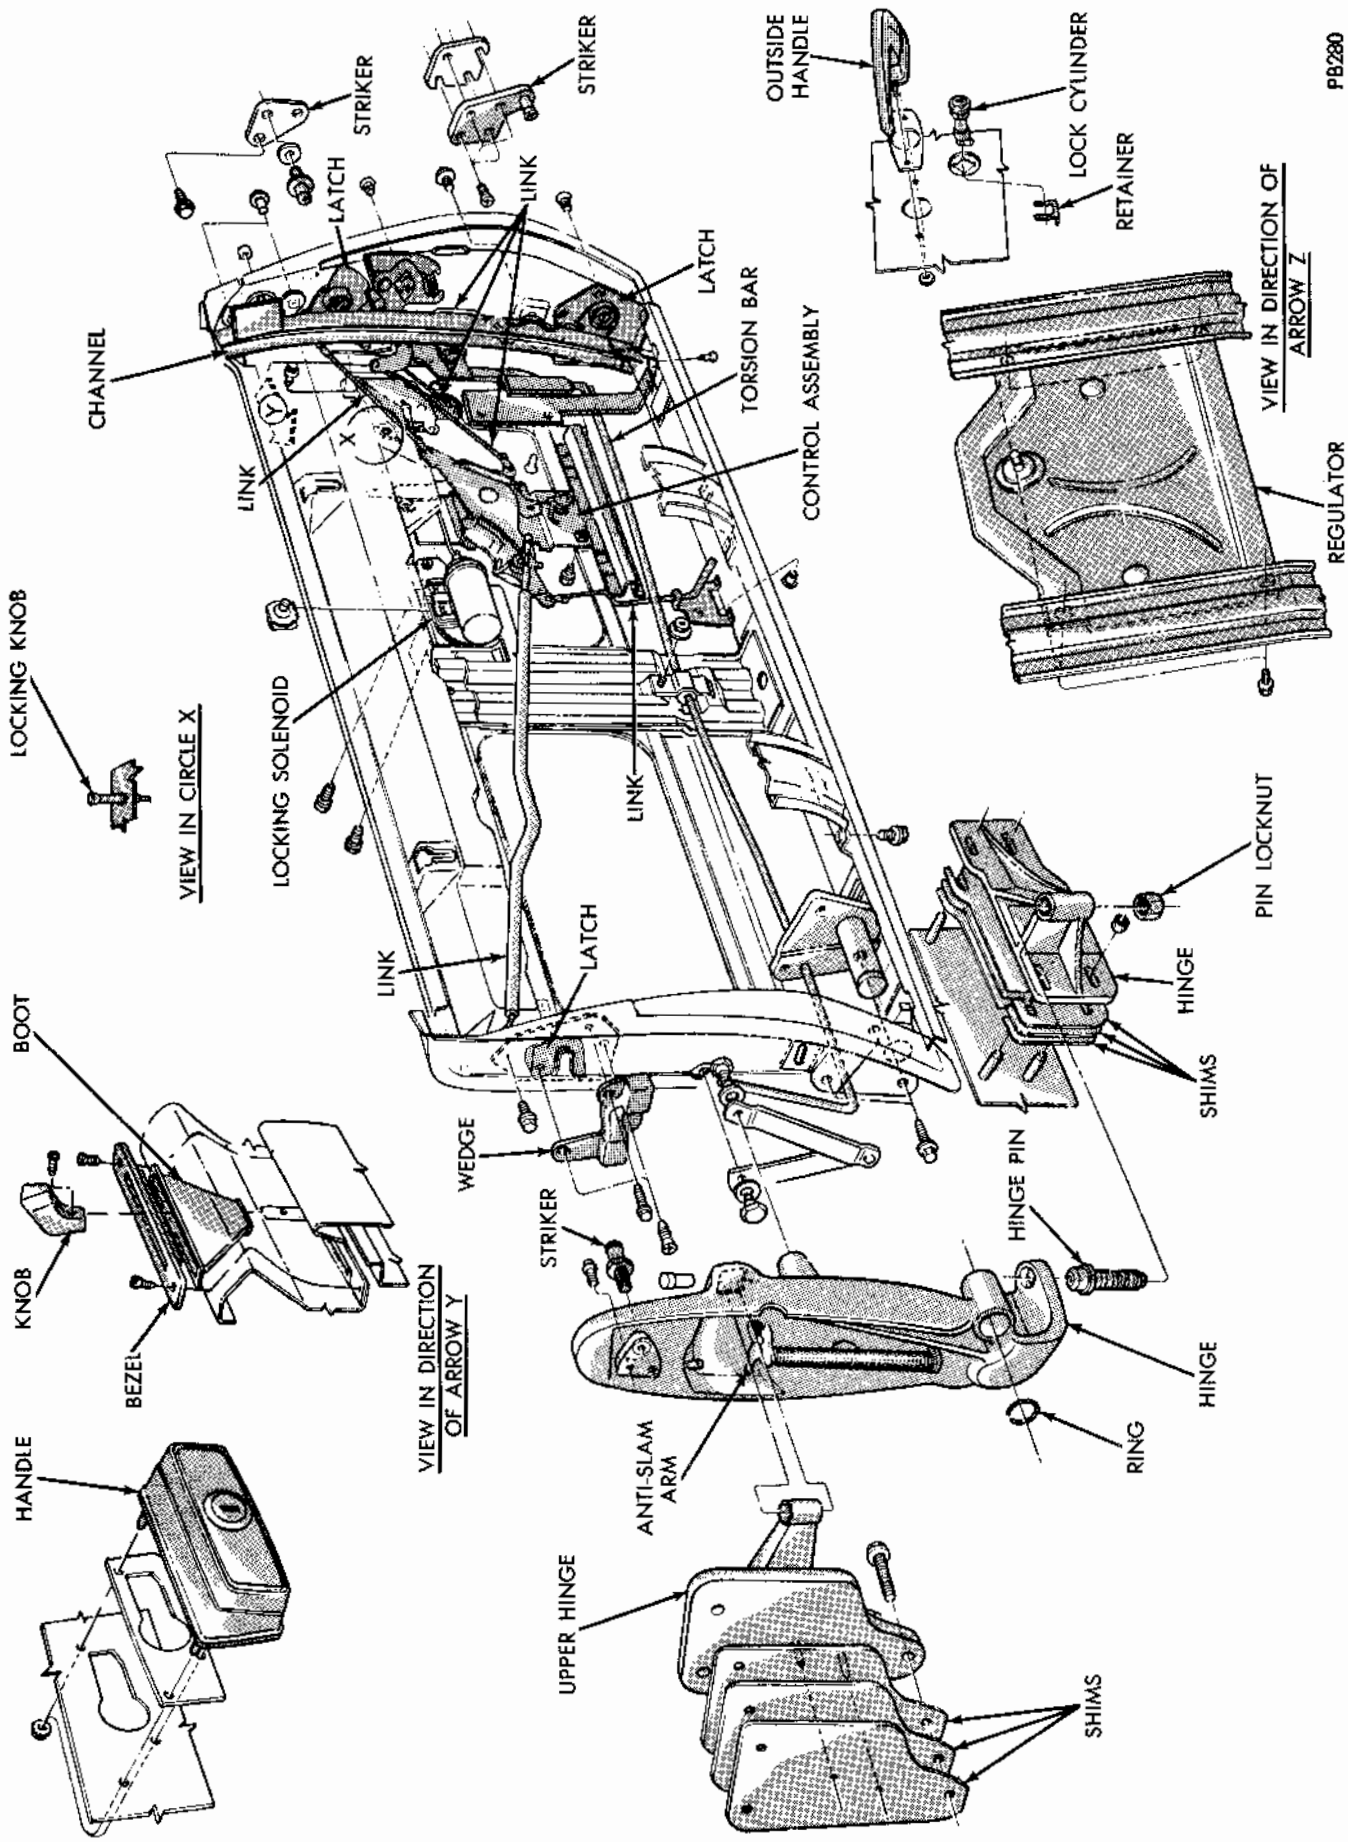

Fig. 27 - Tailgate Application
1. Hinge pin adjustment, (Fig. 27).
(1) Remove check arm and torsion bar guide from pillar guide plates.
(2) Support tailgate on jacks or stands.
(3) Loosen hinge pivot pin locking screws (Fig. 27).
(4) Use a pencil and outline hinge plate position on pillar post for future assembly.
(5) Remove hinge plate attaching bolts from pillar post.
(6) Slide hinge plate and torsion bar in through guide toward center of tailgate.
(7) Lower tailgate down and out of body opening.
To replace the lock assembly (Fig. 27) remove trim panel glass and glass runs. The lock assembly is retained on tailgate by screws accessible at end of tailgate. The lock cylinder assembly is retained on the outer panel with a horseshoe type retainer.